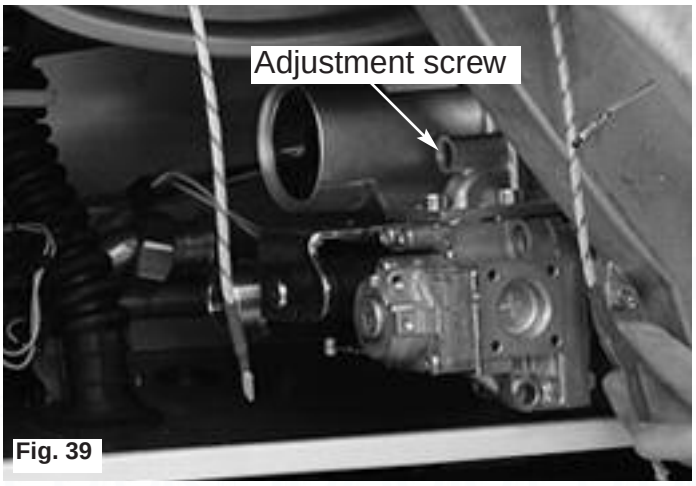

Fig. 39
7. If necessary adjust the screw on the gas valve (Fig. 39) to set the CO_2 to 8.9% +/- 0.2% (NG) or 9.7% +/- 0.2% (LPG);
8. Press the setting button once to set the combustion control rate mode to minimum, and, if necessary, adjust the screw on the gas valve to set the CO_2 to 8.9% +/- 0.2% (NG) or 9.7% +/- 0.2% (LPG);
9. Press the setting button again to set the combustion rate control mode to maximum and if necessary adjust the screw on the gas valve to set the CO_2 to 8.9% +/- 0.2% (NG) or 9.2% +/- 0.2% (LPG);